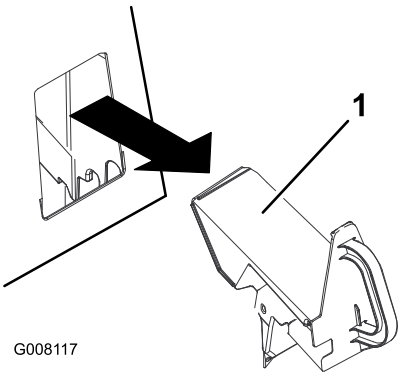

Figuur 19
3. Verwijder de fijnmaakafsluiter(Figuur 19).